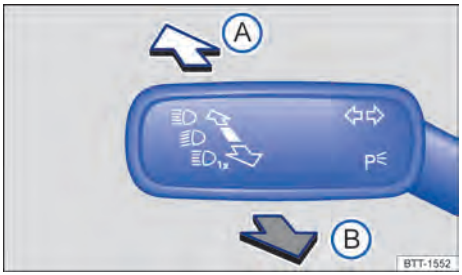

Bilde 79 På venstre side av rattstammen: Blink- og fjernlyshendel.
2. Trykk hendelen forover fra midtposisjonen → Bilde 79.
1. Trekk hendelen bakover fra midtposisjonen → Bilde 79.
1. Trekk hendelen bakover fra midtposisjonen og hold → Bilde 79.